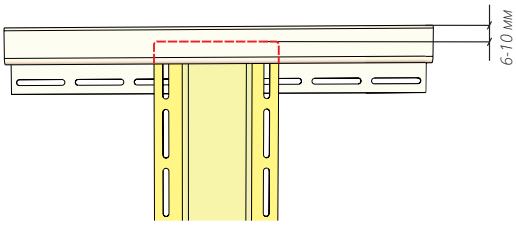
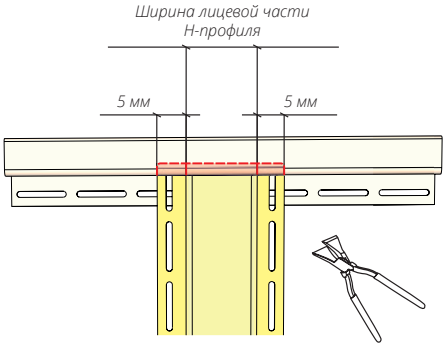

*Рисунок 82*
*Рисунок 83*
**18.2** В верхней части Н-профиль вставляется в J-профиль с соблюдением зазора 6-10 мм на тепловое расширение (рис. 82). В случае монтажа J-профиля совместно с финишной планкой, в месте примыкания Н-профиля финишная планка вырезается. Ребро жесткости на лицевой части J-профиля поджимается клещами согласно рис. 83.